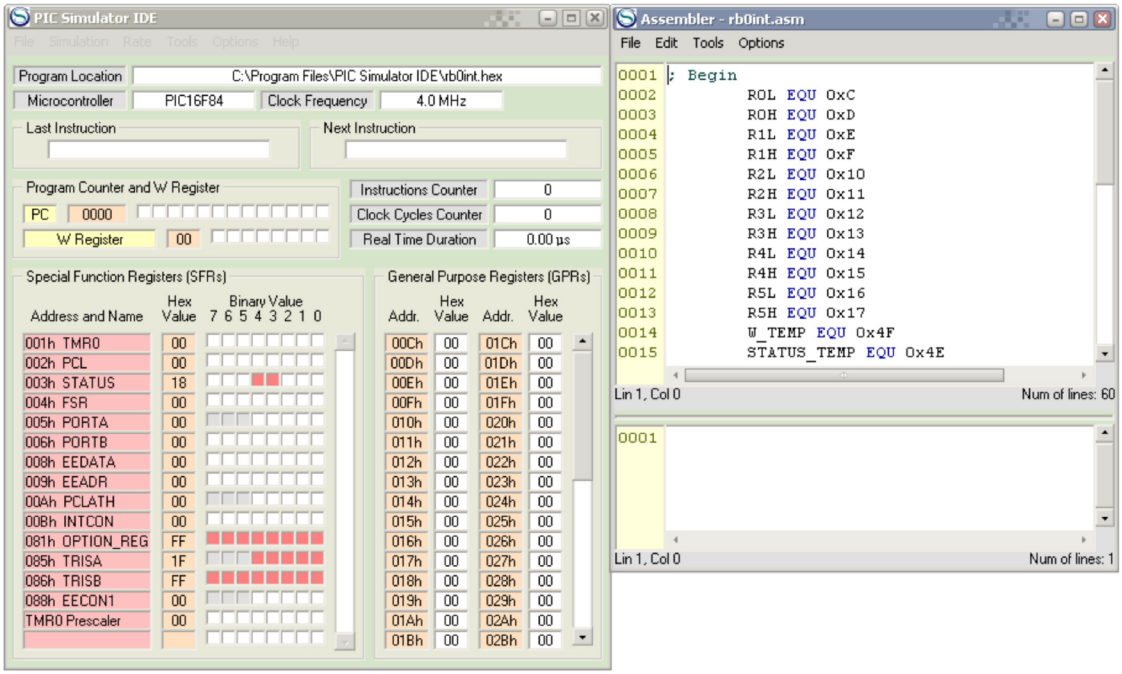

Рис. 4 Завантаження файлу rb0int.asm
3. Після вибору і завантаження файлу (наприклад, rb0int.asm), його текст з’явиться у вікні Assembler (рис. 4).